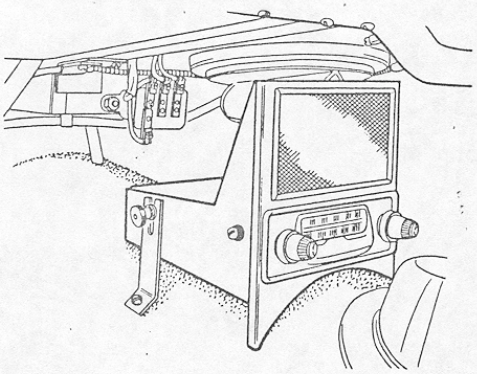

Fig. 2.
2. Place assembly on gear box housing in position shown in Fig. 2.